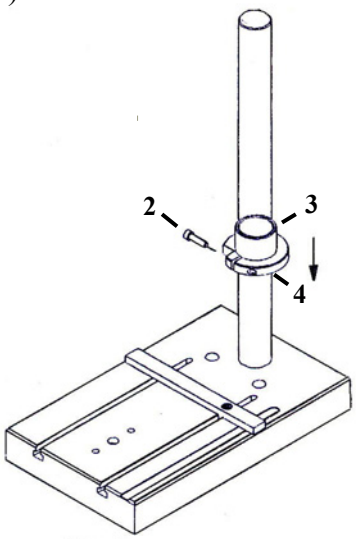

Abb. 2
b) Stecken Sie den Befestigungsring (4) und die Unterlegscheibe (3) richtig auf der Säule zusammen. (Abb. 2).